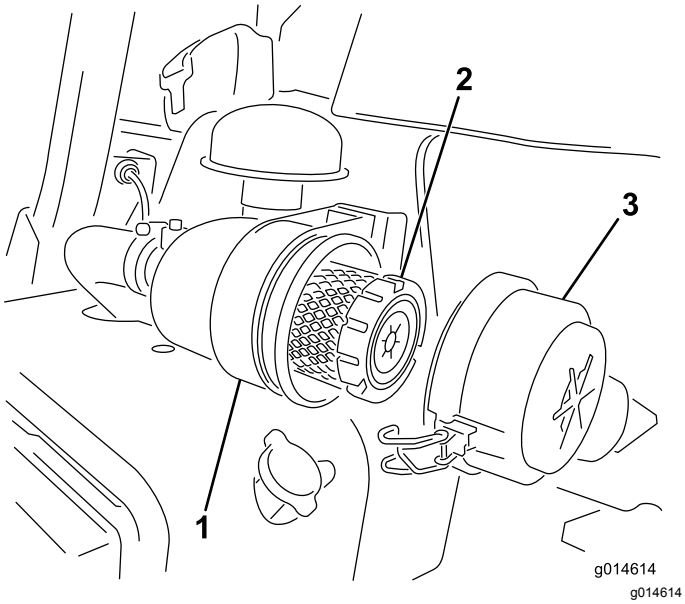

Figur 39
1. Utløs låsene som fester luftrenserdekslet til luftrenserhuset (Figur 39).
7. Fest låsene (Figur 39).